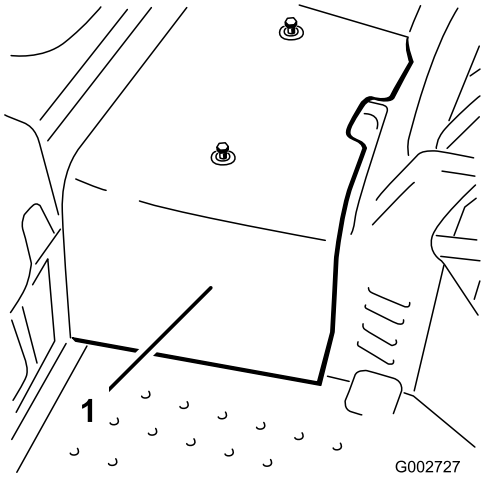

Figur 40
2. Ta bort de två skruvarna som fäster mittenkåpan vid maskinen och ta bort kåpan (Figur 40).